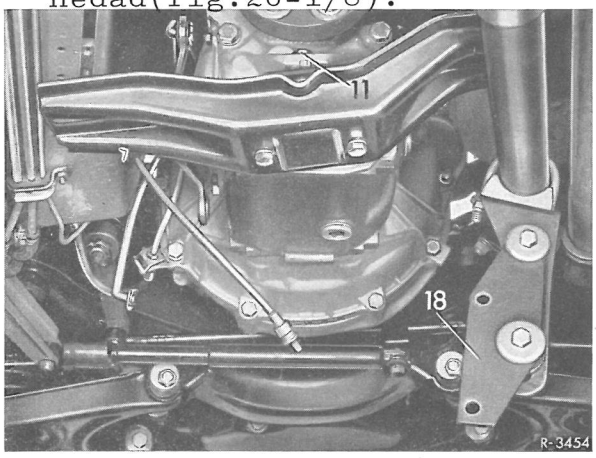

Fig.26-1/8
8 Befæstelsesmøtrikkerne(12)for udstødningsafstøtningen (18) på gearkassen skrues af(fig.26-1/5 og 8).Befæstelsesmøtrikkerne(13) på klembøjlen(14)løsnes.Afstøtningen(18)trykkes af boltene på bageste gearkassedæksel og drejes nedad(fig.26-1/8).